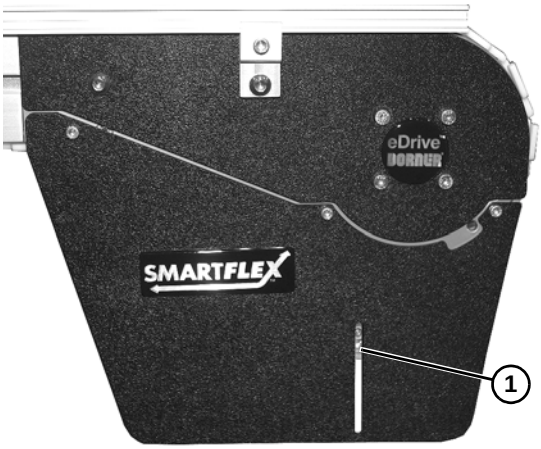

Figure 51
*Before inserting belt rod to connect belt ends, be certain that the slack on belt is showing in slotted area **(Figure 51, item 1)** on convey or drive end.*